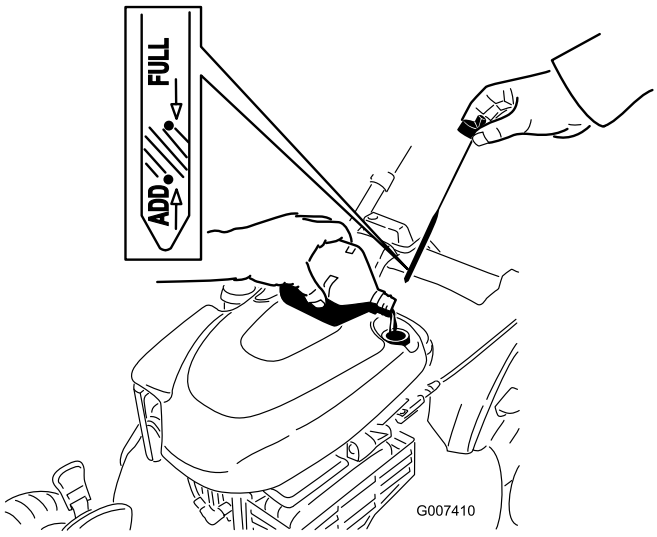

Figur 31
4. Hell olje **sakte** inn i oljepåfyllingsrøret til oljenivået når Full-merket på peilestaven (Figur 31). **Ikke fyll på for mye.** (Maks. påfyll: 0,59 l, type: SAE 30 rensende bilolje med API-serviceklassifisering SF, SG, SH, SJ, SL eller høyere.)